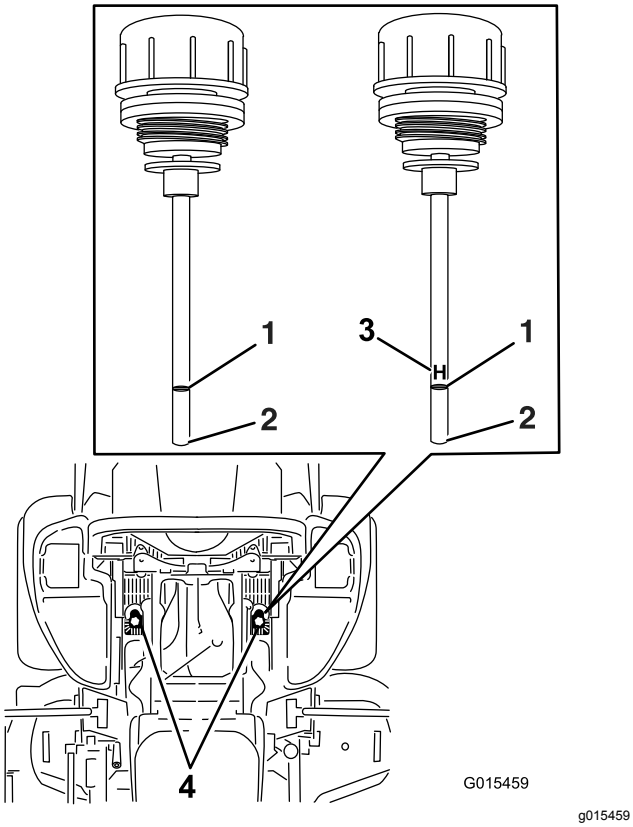

Figur 92
6. Rengør området omkring målepindene i hydrauliksystembeholderne (Figur 92).
7. Tag én målepind ud af hydraulikbeholderen (Figur 92).
9. Tag målepinden ud, og se på enden (Figur 92).